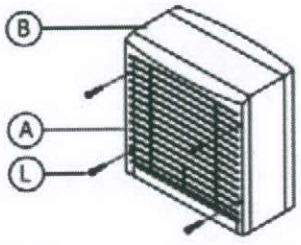

FIG 2
4.2 Remove the screws (L) from the front grille (A) to release it from the body of the fan unit (B). (FIG 2)
5.2 Remove the screws (L) from the front grille (A) to release it from the body of the fan unit (B) (FIG 2)